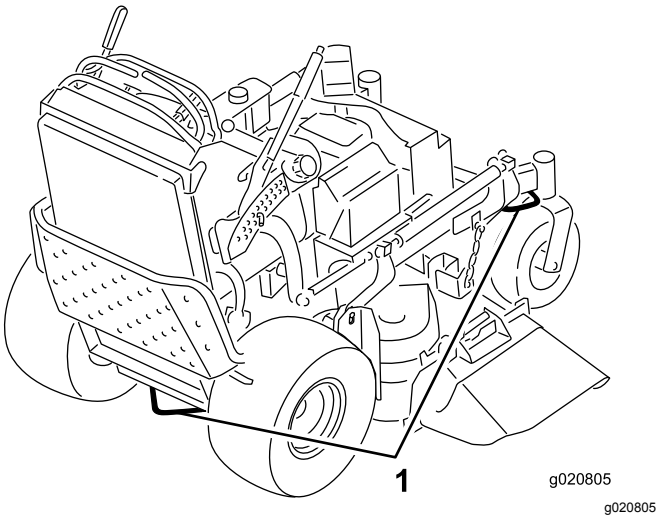

Figur 25
6. Bruk metallbindeløkkene på maskinen for å feste maskinen sikkert til tilhengeren eller lastebilen med remmer, kjettinger, vaier eller tau (Figur 25).